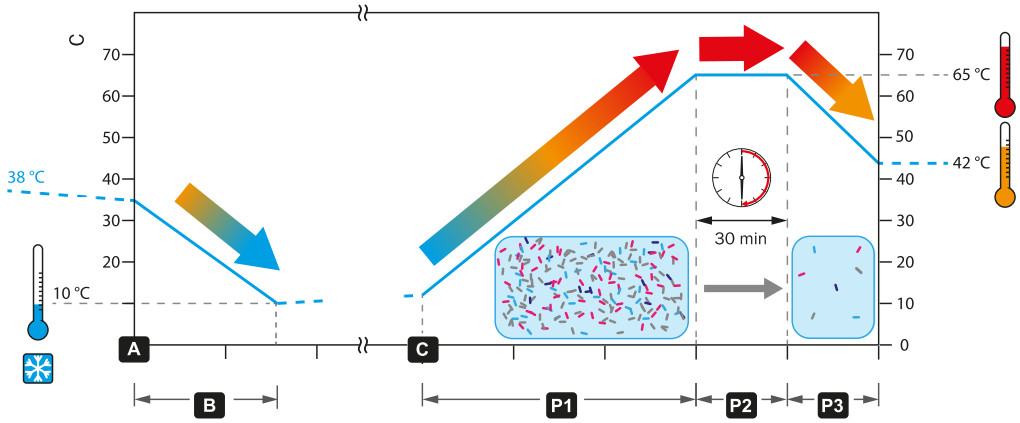

Рисунок 22: Процесс пастеризации
Есть также возможность заливать молоко в молочный шаттл сразу после доения (A), охлаждать его до 10 °C (50 °F) (B) и хранить, а затем в автоматическом режиме пастеризовать для следующего кормления, используя запрограммированное время старта (C). (смотри „Рисунок 22: Процесс пастеризации“.)